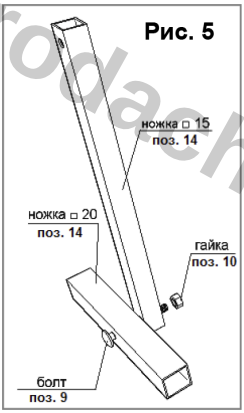

Рис. 5
5.2.1. Соберите Т-образные ножки для крепления теплицы в грунт как показано на рис. 5.